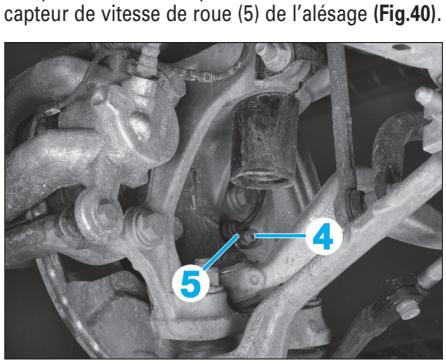

Fig. 40
• Déposer la vis à six pans creux (4) et extraire le capteur de vitesse de roue (5) de l'alésage **(Fig.40)**.